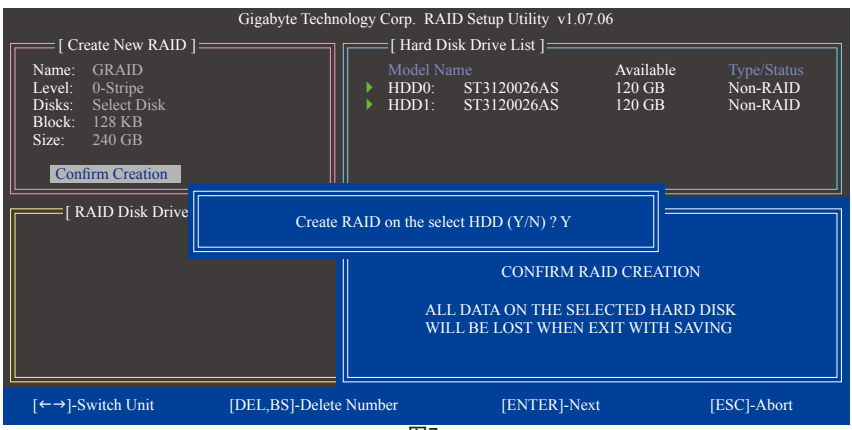

图7
6. 确认建立磁盘阵列(Confirm Creation)：完成以上设定后光标将自动跳至「Confirm Creation」项目，请按<Enter>键，当确认信息出现时，确定制作磁盘阵列请按<Y>，取消请按<N>(图7)。